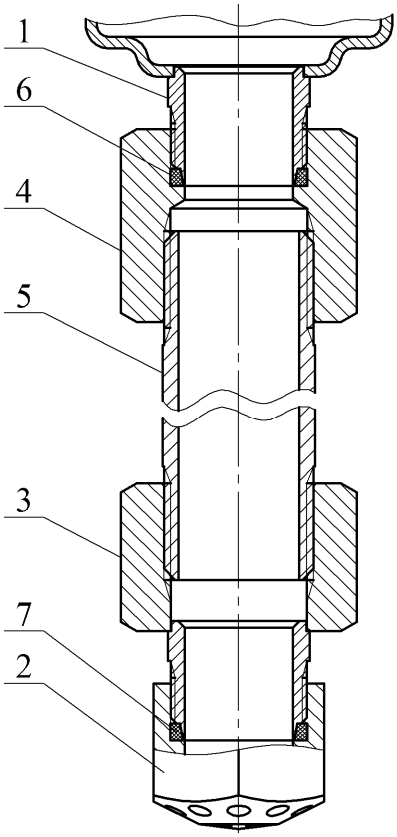

Рисунок 2
ж) по заявке Потребителя (см. рисунок 2):
1.4.1.2 Для вывода насадка-распылителя в свободную зону через подвесной потолок типа Грильято, Армстронг и т.п. или его перемещения в рабочую зону эффективного пожаротушения при монтаже МУПТВ на потолочном перекрытии высотой более 6 м, модуль может быть дополнительно укомплектован удлинителем, соединяющим выпускную горловину МУПТВ **1** с насадком-распылителем **2** (см. рисунок 2).
2.1.9 При монтаже насадка-распылителя через удлинитель (см. рисунок 2) провести следующие работы. Собрать удлинитель согласно рисунку 2. Перед сборкой на наружные резьбы трубы **5** нанести герметик, например, TEKASIL NEUTRAL PROFI, после чего накрутить до упора переходники **3**, **4**. В зарезьбовые участки отверстий насадка-распылителя **2** и переходника **4** установить резиновые кольца **6**, **7**. На наружную резьбу переходника **3** накрутить до упора насадок-распылитель **2**. Соединить удлинитель через резьбовое соединение с выпускной горловиной МУПТВ **1**. При монтаже необходимо обеспечить перпендикулярное направление оси удлинителя относительно горизонтальной плоскости.